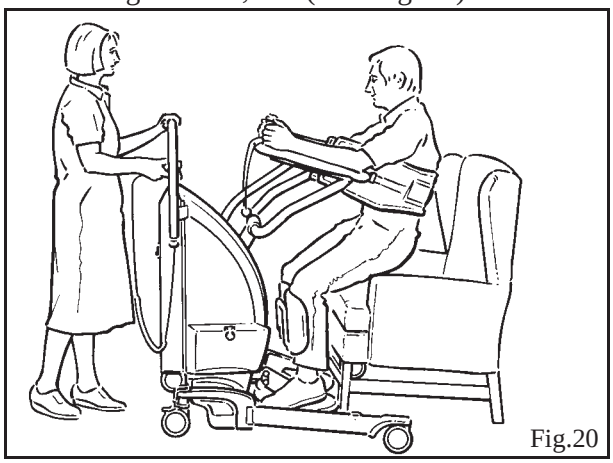

Fig.20
7. Appuyer sur le bouton de levage de la télécommande ou du panneau de commande double afin de lever le patient à une hauteur appropriée pour la fonction voulue, ex. le transfert, la toilette avec le siège toilette, etc. (Voir Fig. 20)